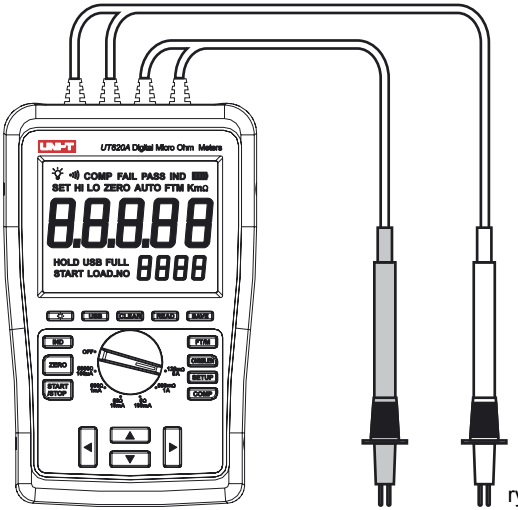

rys.7
1. Włóż wtyki specjalnych przewodów pomiarowych do gniazd P1, P2, P3 i P4; (patrz rys. 7)